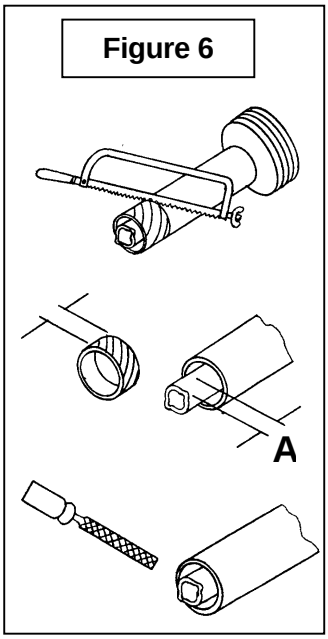

Figure 6
5. Cut the guard a second time leaving the same distance between the end of the guard and the end of the shaft as existed before. To obtain the proper distance "A" shown on Figure 6 cut the guard according to the following table: